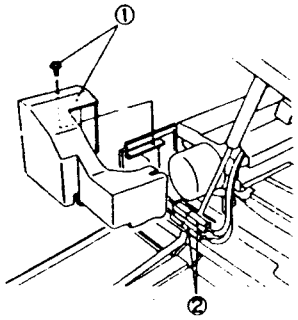

Рис. 3 NZM-0119
6. (Рис. 3): Снимите крышку главного выключателя и отсоедините разъемы от нагревательного стержня.
①. Отверните винт и снимите крышку главного выключателя.
②. Отсоедините разъемы (2) от нагревательного стержня.